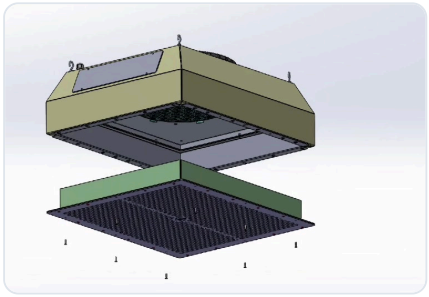

Fig. 4 – Lower the grille with the HEPA 10 pre-filter
4. Lower the intake grille with the filters lying on it horizontally (Fig. 4).